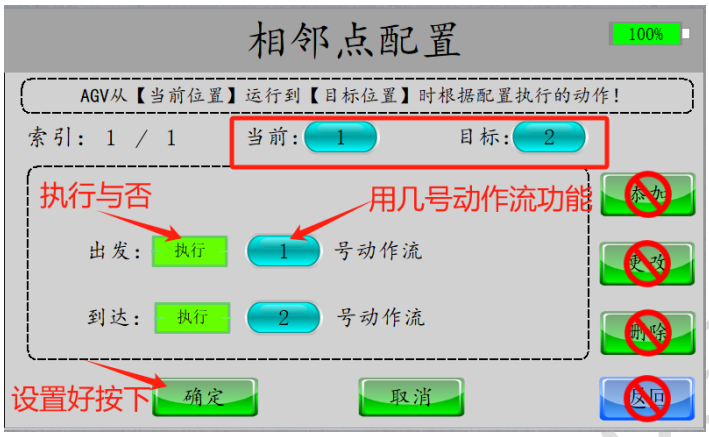

图 4-25 相邻点配置添加界面
2、 您可以点击“添加”按钮添加一个相邻点如“图 4-25”，当前系统“相邻点功能”使用的就是“动作流功能”，除过“前往站点功能”，还可以使用 “更改”“删除”按钮进行“相邻点”相关操作。